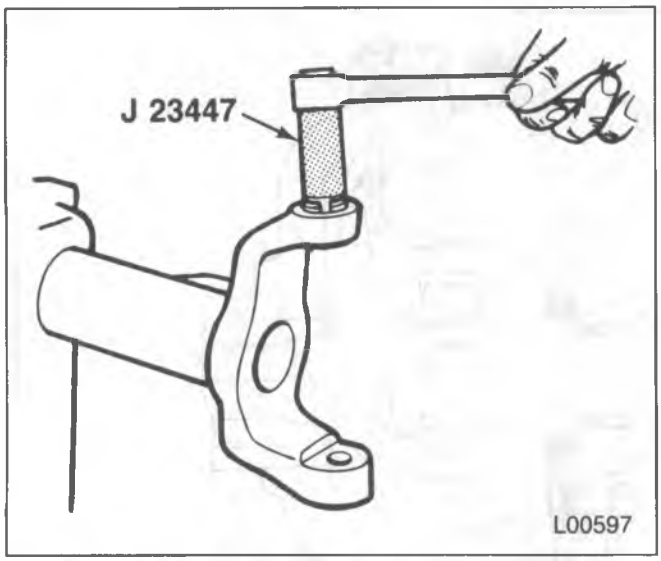

Figure 54 – Tightening the Adjusting Ring
4. Spindle (265) from the steering knuckle (274).
5. Tie rod from the steering arm (297).
6. Nuts (295) and adapters (296).
7. Steering arm (297) from the steering knuckle (274).
8. Cotter pin (298) nuts (292 and 299).
NOTICE: Do not remove the adjusting ring (300) unless new ball joints are being installed. If it is necessary to loosen the ring to remove the knuckle, do not loosen it more than two threads. Use J 23447 (figure 54). The nonhardened threads in the yoke can be easily damaged by the hardened threads in the adjusting ring if caution is not used during knuckle removal.
9. Steering knuckle (274) from the axle yoke.
- Insert a wedge-shaped tool between the lower ball joint (293) and the yoke. Tap on the tool to release the knuckle assembly.
- Insert the wedge-shaped tool between the upper ball joint (294) and the yoke. Tap on the tool to release the knuckle assembly.
- Nut (292) to 40 N•m (30 ft. lbs.).
- Push up on the steering knuckle [to keep the ball joint (293) from turning in the knuckle].
- Adjusting ring (300) to 70 N•m (50 ft. lbs.) using J 23447 (figure 54).
- Upper ball joint nut (299) to 135 N•m (100 ft. lbs.).
4. Cotter pin (298).